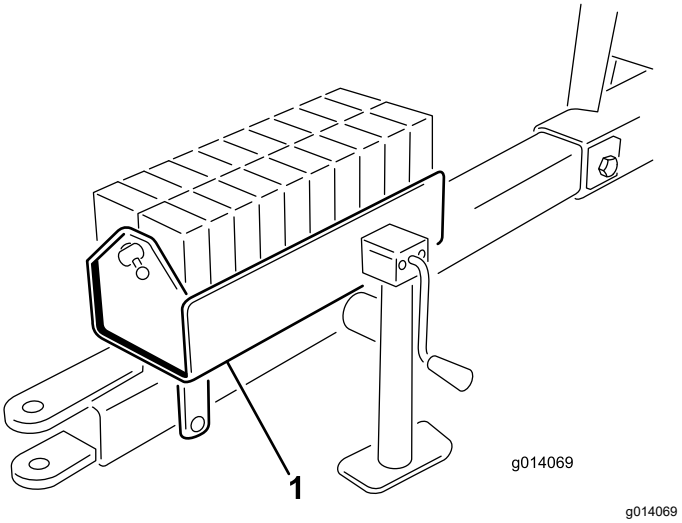

Figur 6
5. Fyll viktlådan med vikterna och montera staget och sprinten (Figur 6).